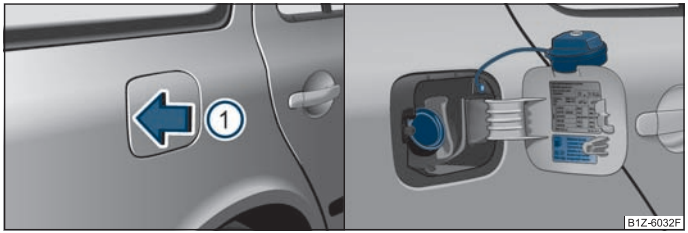

Fig. 119 Côté arrière droit du véhicule: Trappe du réservoir ouverte/Trappe avec bouchon dévissé
Votre véhicule ne peut fonctionner qu'avec de l'**essence sans plomb** correspondant à la norme **EN 228**. Les différents types d'essence se distinguent de par les indices d'octane (RON). Vous trouverez les informations indiquant quel RON est adapté à votre moteur sur la face intérieure de la trappe du réservoir ⇒ page 139, fig. 119, à droite.
– Appuyez au centre de la zone gauche de la trappe du réservoir dans le sens de la flèche (1) ⇒ fig. 119.
– Dévissez le bouchon en le faisant tourner vers la gauche et posez-le en haut sur la trappe du réservoir ⇒ page 139, fig. 119 - à droite.